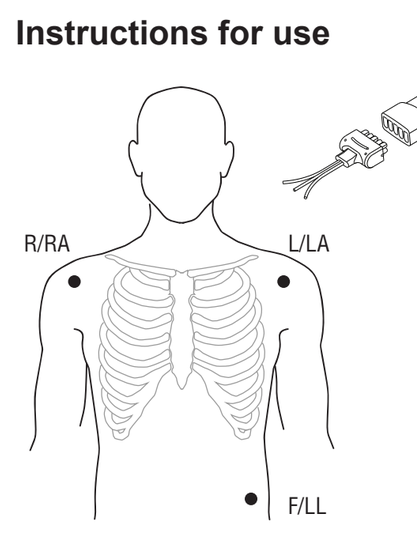

Figure 1. 3-lead ECG
4.Attach the electrodes to the correct positions on the body, as illustrated in the figures 1 to 3. (**Note:** with snap leadwire, attach the electrode first to the snap leadwire and then to the patient.) See the monitor user documentation for instructions on positioning the electrodes.